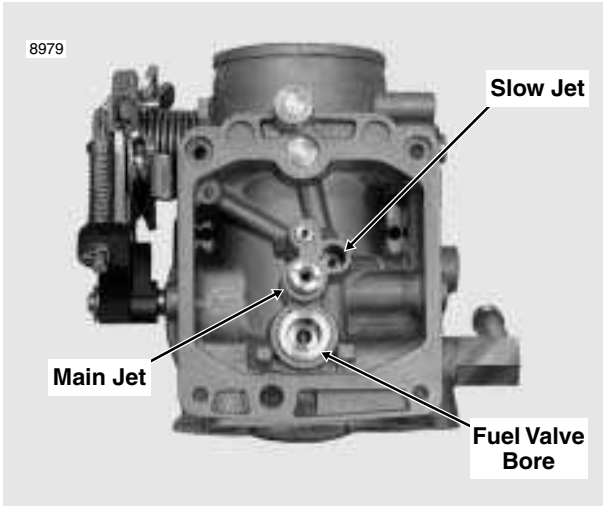

Figure 4-10. Carburetor Housing
4. Using slot at top, turn main jet with flat tip screwdriver to unthread from needle jet holder. If necessary, hold hex on needle jet holder with a 5/16 inch wrench to prevent rotation. See Figure 4-10.
7. Insert thin bladed flat tip screwdriver into slow jet bore. See Figure 4-10. Using slot at top of slow jet, unthread to remove. See C of Figure 4-8.
1. Place needle jet into main jet bore. See Figure 4-10. Be sure end with chamfered edge and larger ID goes in first.
4. Insert slow jet into slow jet bore. See Figure 4-10. Insert thin bladed flat tip screwdriver into bore, and using slot at top of slow jet, tighten until snug.
6. Place float into cavity of carburetor inserting fuel valve into bore between pedestals. See Figure 4-10.